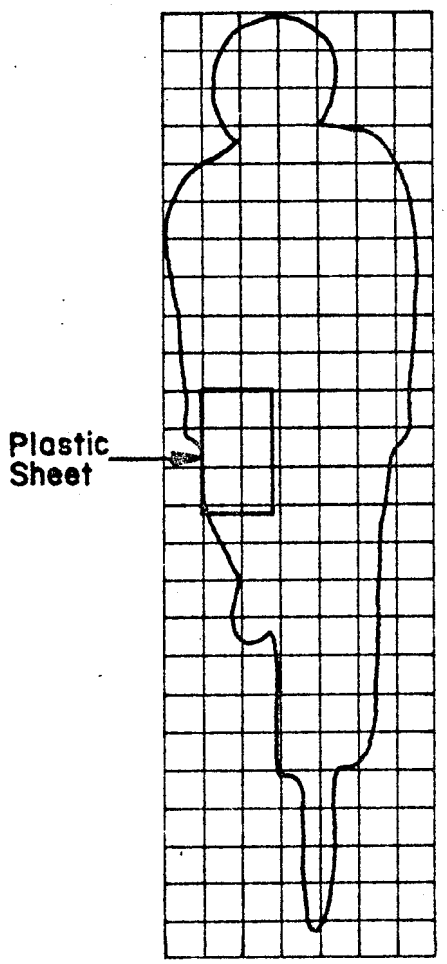

Figure 36. Comparing the frontal area of the bike and rider to that of the plastic sheet of the wind-force measurer.
1. How does the front-view area of the bike and the rider compare to the area of the plastic sheet of the measurer? One easy way to get the ratio of the two areas is to trace them, using carbon paper, onto graph paper as in Figure 36. Then just count the squares on the graph paper.
From Figure 36, the ratio of the total area of the person and bike (A_T) to the area of the plastic sheet of the wind measurer is: